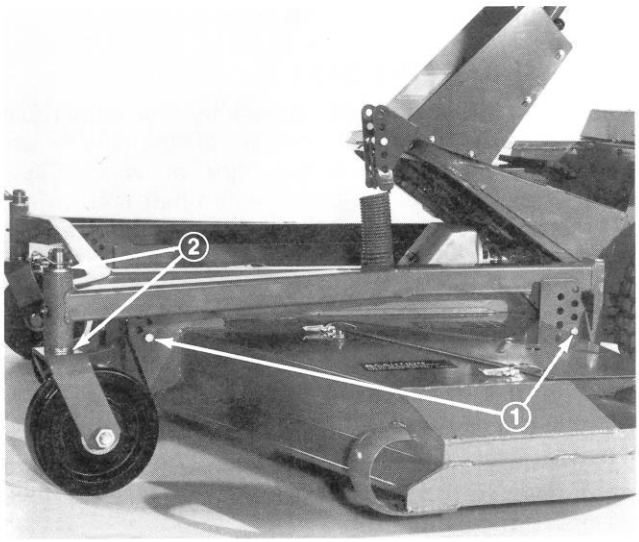

Figure 35
3. Raise height-of-cut to 4 in. (102 mm) position (Fig. 35); refer to Adjusting Height-Of-Cut, page 9.
A. Cutting units usually operated at 1 to 2 in. (25 to 51 mm) height-of-cut should have the low side of the cutting unit raised. Remove the lynch pin securing castor wheel on low end (Fig. 35) and remove castor assembly.
B. Transfer one thrust washer from top side of castor shaft to bottom, install castor assembly and compare blade height of all blades; refer to items 3 through 7. Continue adding thrust washers if height still does not meet requirements.
C. If cutting unit is operated at 2 to 4 in. (51 to 102 mm) height-of-cut, lower the high side of cutting unit. Remove lynch pin of castor at high end of unit and remove castor assembly (Fig. 35).
D. Transfer one thrust washer from bottom of castor shaft to top side, install assembly and compare blade height of all blades; refer to items 3 through 7. Repeat procedure if height still does not meet requirements.